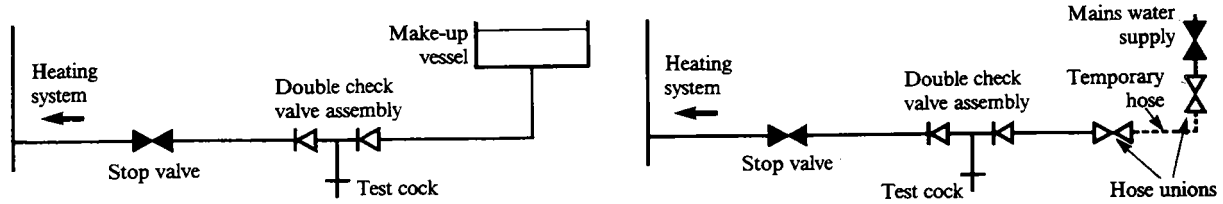

Fig. 4a **Fig. 4b**
4. Water lost from the system shall be replaced from a make-up vessel, and double check valve, mounted higher than the top of the system and connected as shown in Fig. 4a or manually by a temporary hose connection as shown in Fig. 4b (remove the temporary hose after use).